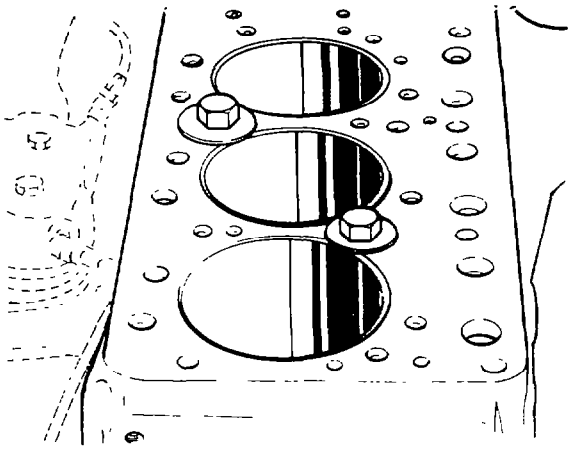

Fig. 57 — Securing Liners
d. Secure the liners in the block temporarily, using flat washers and bolts (see fig. 57).